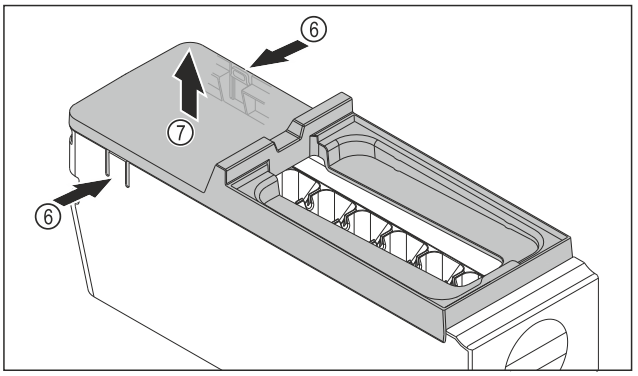

Fig. 142
▶ Scoateți apărătoarea corpului EasyTwist-Ice: Apăsați eclisele *Fig. 142 (6)* de pe ambele părți ale corpului EasyTwist-Ice cu o mână.
▶ Scoateți apărătoarea *Fig. 142 (7)* cu cealaltă mână în sus.